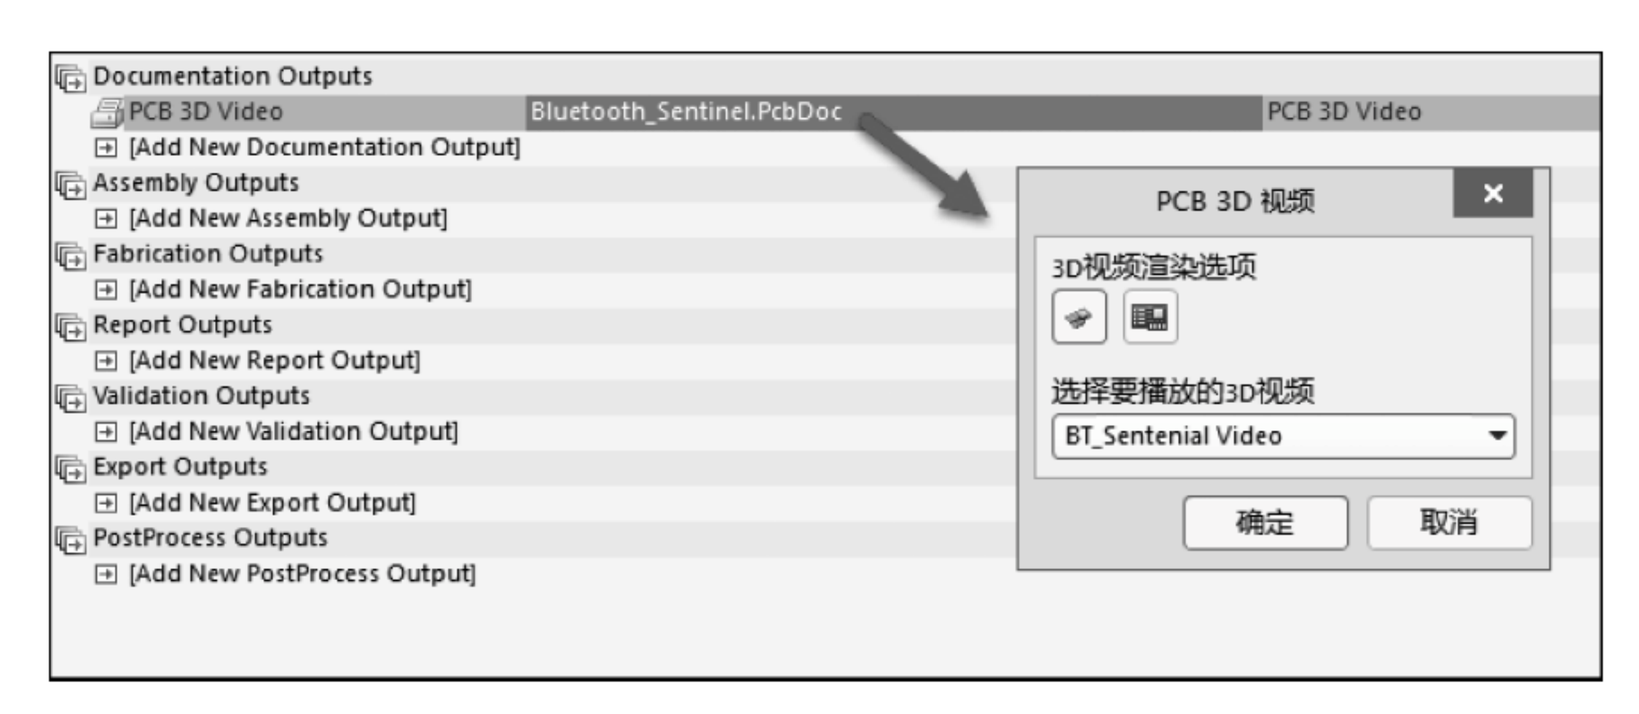

图 1-353　打开配置选项
③ 配置 3D 视频输出。双击 PCB 3D Video，可设置视频相应显示效果，如图 1-353 所示。